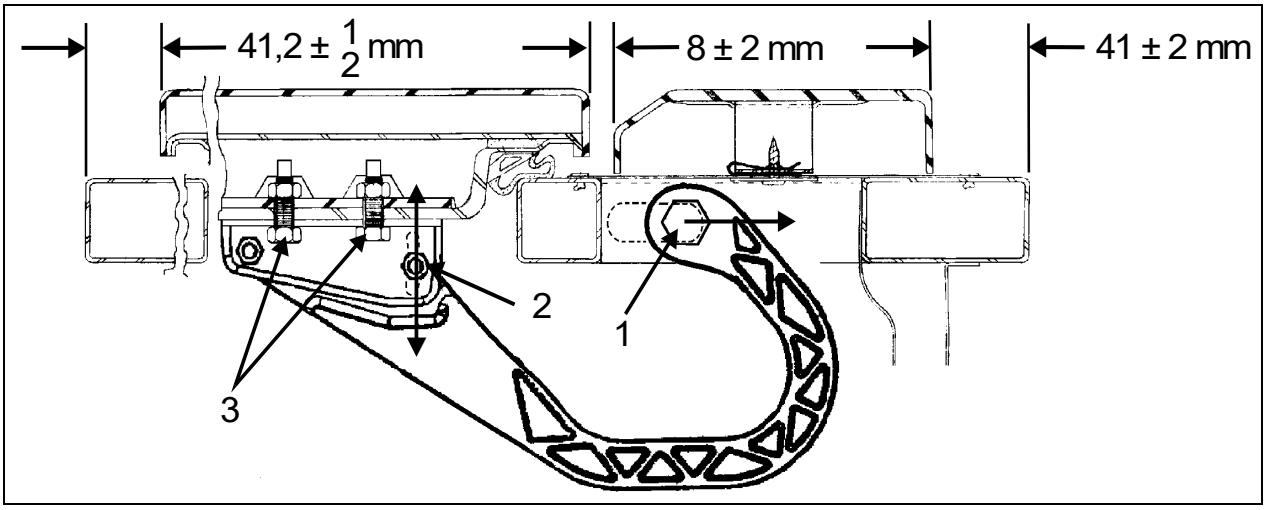

FIGURE 96: EVAPORATOR DOOR 18198
8. Loosen screws (4, Figure 96).